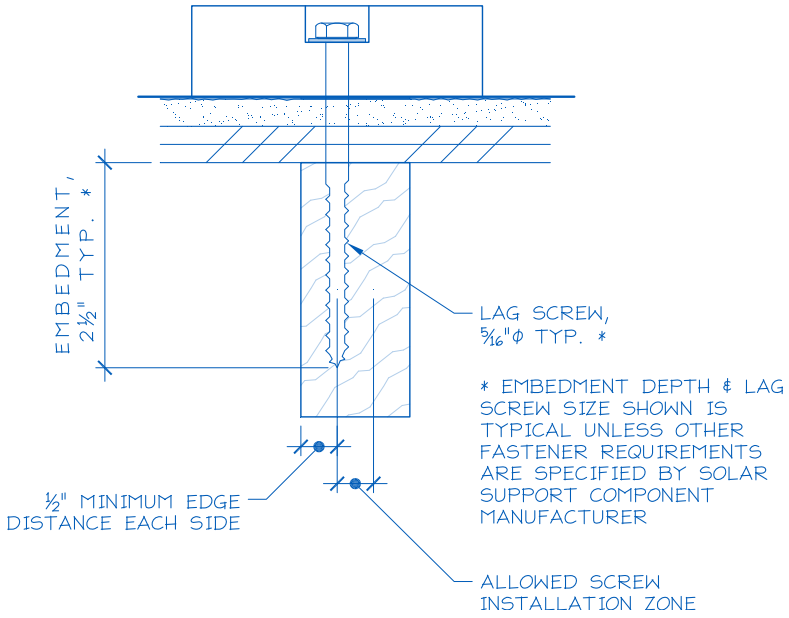

Figure 3. Typical Anchor with Lag Screw Attachment.
1) Anchor fastener data (see Figure 3):
A. All items above are checked (Y) YES. No additional calculations are required. ☐ Y ☐ N
B. One or more items are checked (N) NO. Attach project-specific drawings and calculations stamped and signed by a California-licensed Civil or Structural Engineer. ☐ Y ☐ N